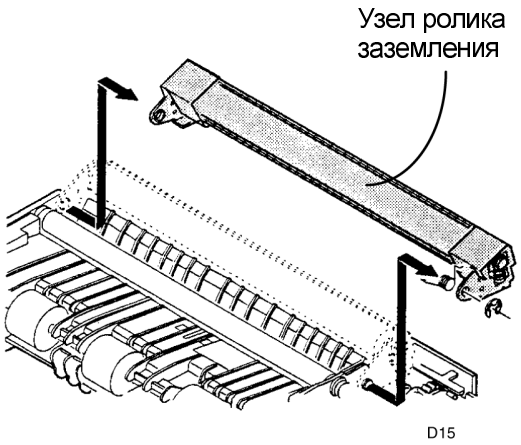

Рисунок 2. Снятие узла ролика заземления
4. (Рисунок 2): Снимите стопорное кольцо, а затем узел ролика заземления.